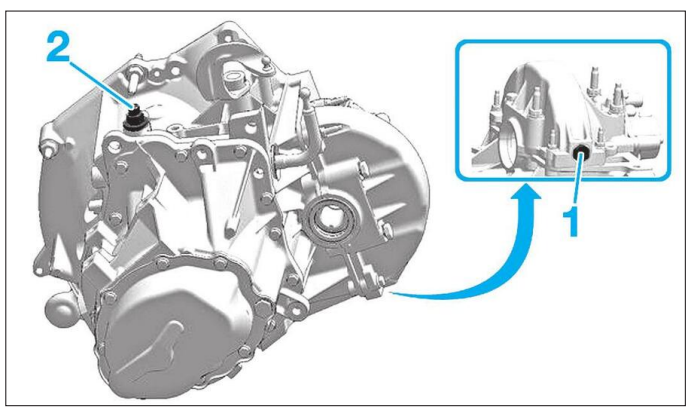

**Fig. 1**
• Déposer le bouchon (1) pour effectuer la vidange **(Fig.1)**.
• Reposer le bouchon de vidange (1).
- le bouchon de l'orifice de la mise à l'air libre (2) **(Fig.1)**.